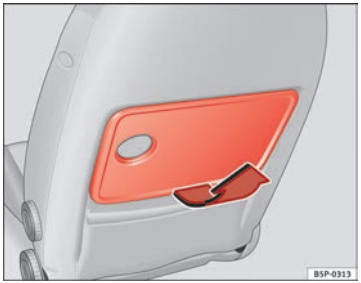

Fig. 104 Folding tray on the front left seat
– To open the tray, open it up in the direction of the arrow ⇒ fig. 104.